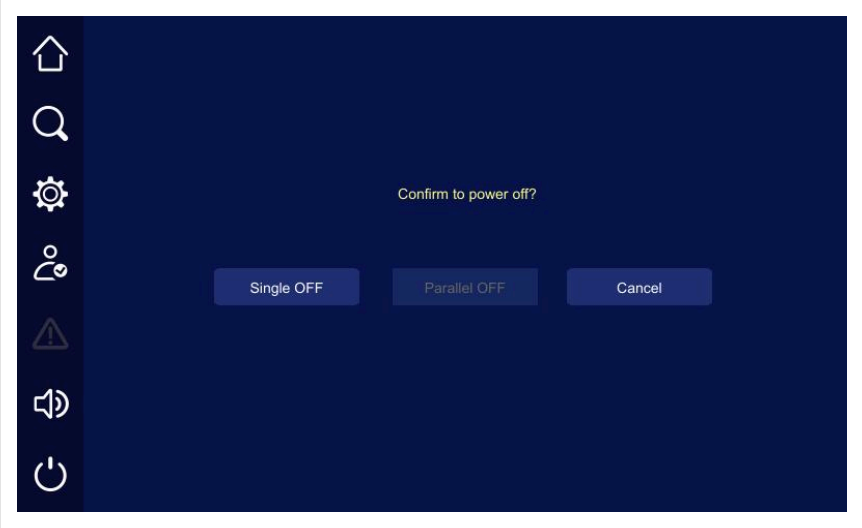

FIGURE 5-5 Inverter shutdown page: Single OFF or Parallel OFF
2. Stop the inverter: hold the **OFF** key pair for 3 s — or touch the **Inverter ON/OFF** icon, then **Single OFF** (or **Parallel OFF**) (Figure 5-5). You see: the DC/AC indicator goes off and the bypass indicator turns green: bypass output.